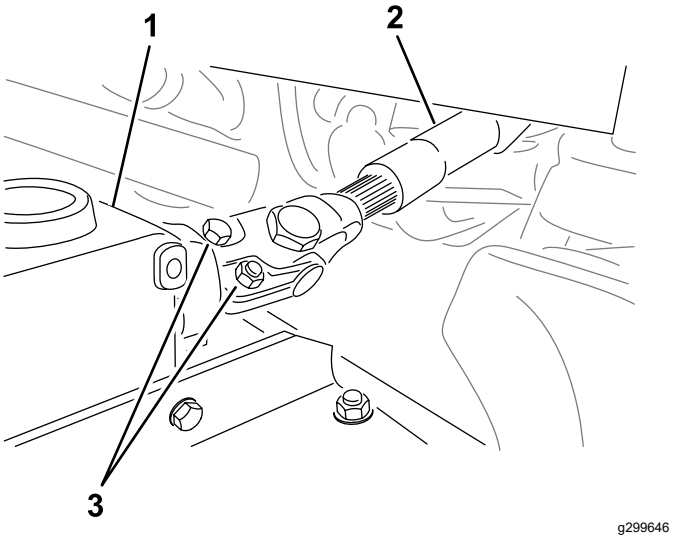

Figur 17
3. När du monterar kraftuttagsaxeln på växellådan ska du montera varje par bultar (5/16 x 2 tum) och muttrar (5/16 tum) mittemot varandra (Figur 17) och dra åt muttrarna till 40 Nm.